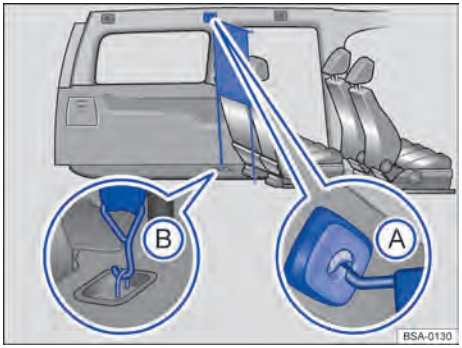

**Fig. 139** Detrás de la segunda fila de asientos: red de separación montada.
1. Enganche la red de separación en el alojamiento *delantero izquierdo (vehículos de 5 plazas)* o *central izquierdo (vehículos de 7 plazas)* del techo → fig. 139 Ⓐ. Asegúrese de tirar de la varilla transversal hacia abajo más allá de la posición superior.
3. Enganche la red de separación en las argollas de amarre inferiores → fig. 139 Ⓑ.